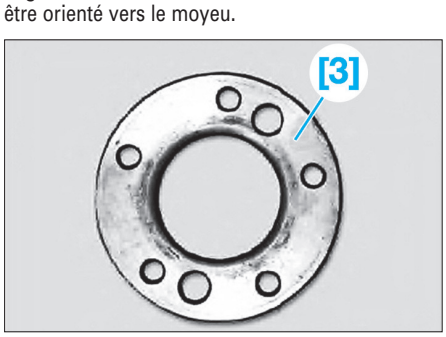

Fig. 11
- [3]. Rondelle d'écartement (ref : 33 2 160) **(Fig.11)**.
• Pour éviter d'endommager le pare-poussière après la dépose du disque de frein, utiliser l'outil [3] pour chasser et emmancher le demi-arbre de roue **(Fig.11)**. Le bord intérieur courbé de l'outil [3] doit être orienté vers le moyeu.